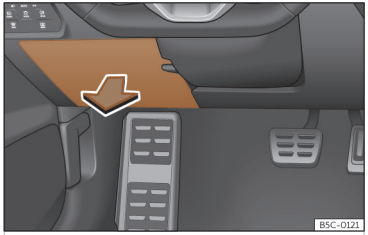

Abb. 211 Auf der Fahrerseite in der Instrumententafel: Abdeckung des Sicherungskastens.
- *Öffnen:* Abdeckung nach unten aufklappen ››› **(Abb. 211)**.